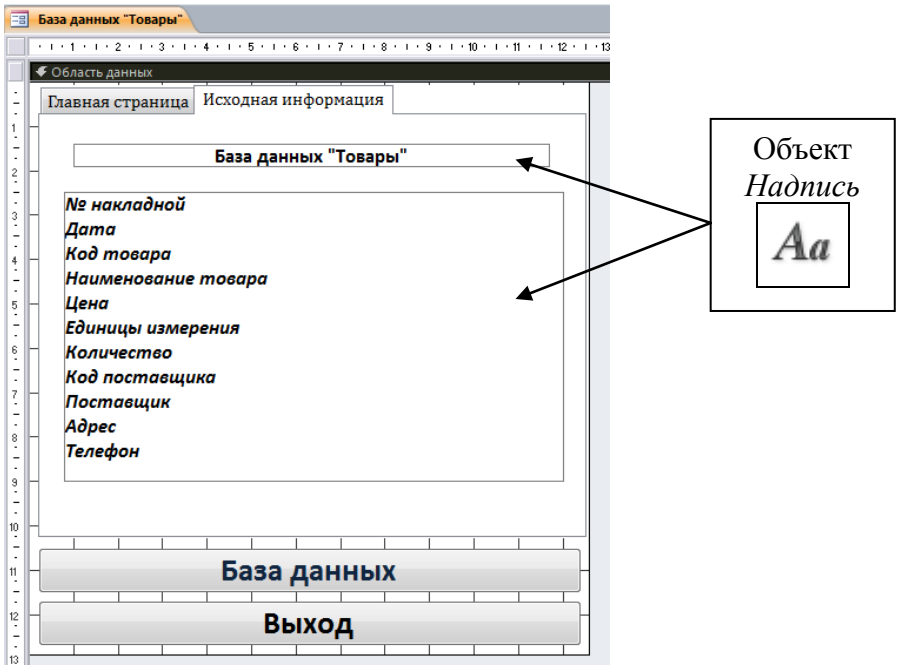

Рис. 7.21. Оформление страницы *Исходная информация*
3.8. Оформляется страница *Исходная информация* (рис. 7.21).